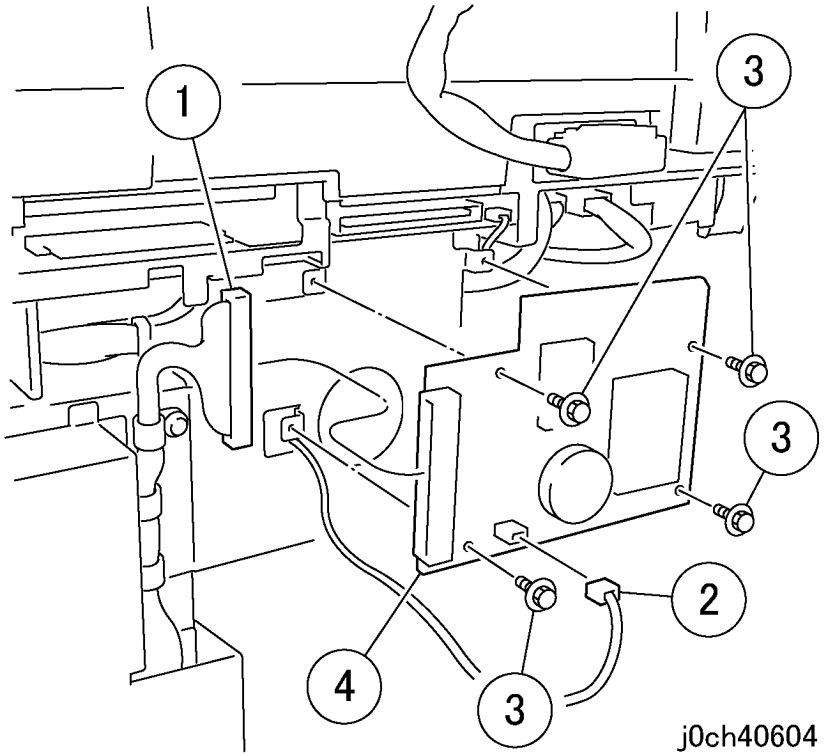

Рисунок 1 Снятие ADC PWB (j0ch40604)
2. Снимите ADC PWB (рисунок 1).